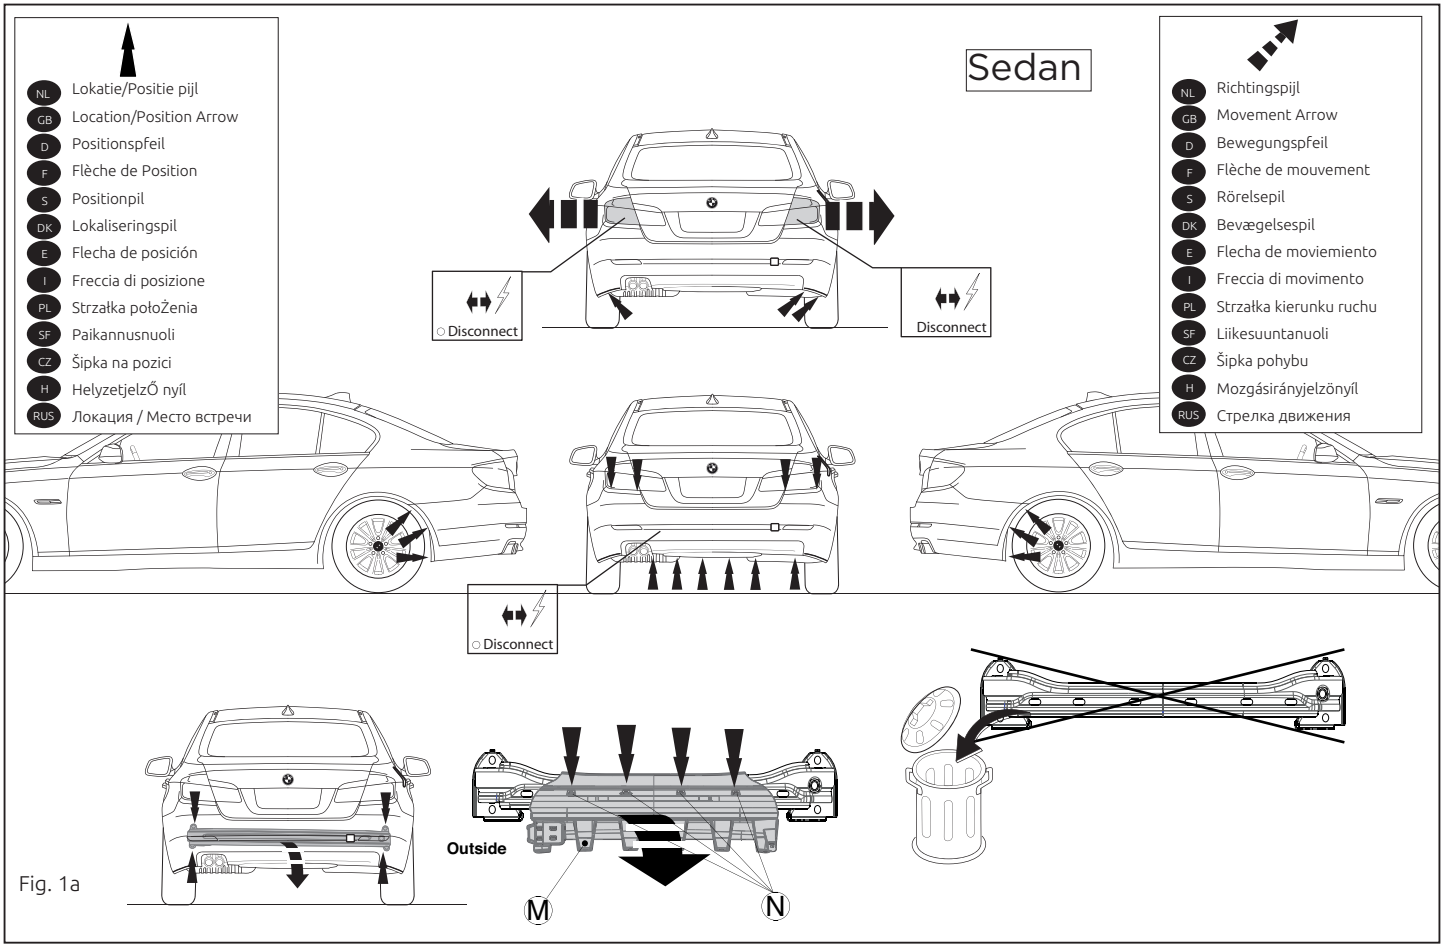

Fig. 1a
2. Вынуть глушитель выхлопа из подвески. Снять бампер вместе со стальным буферным брусом автомобиля; буферный брус больше не понадобится. Снять обозначенную часть M. См. рисунок 1a и 1b.